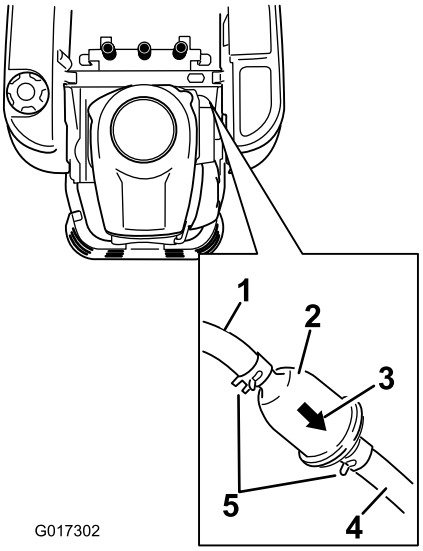

Figur 38
3. Finn drivstoffilteret på siden av motoren som vist i .Figur 38.
4. Klem sammen endene på slangeklemmene, og skyv dem bort fra filteret (Figur 38).
6. Monter et nytt filter med gjennomstrømningsretningen pekende fra drivstofftanken og mot motoren. Flytt slangeklemmene nær filteret (Figur 38) for å låse det på plass.